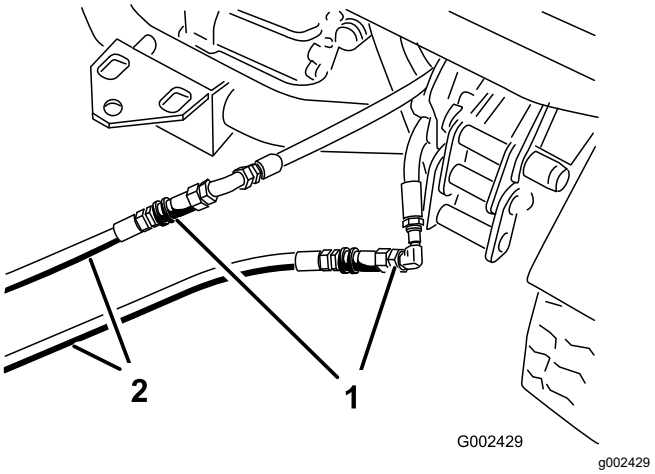

Figura 67
3. En la máquina inmovilizada, conecte las dos mangueras de interconexión a las mangueras que fueron desconectadas (Figura 67).